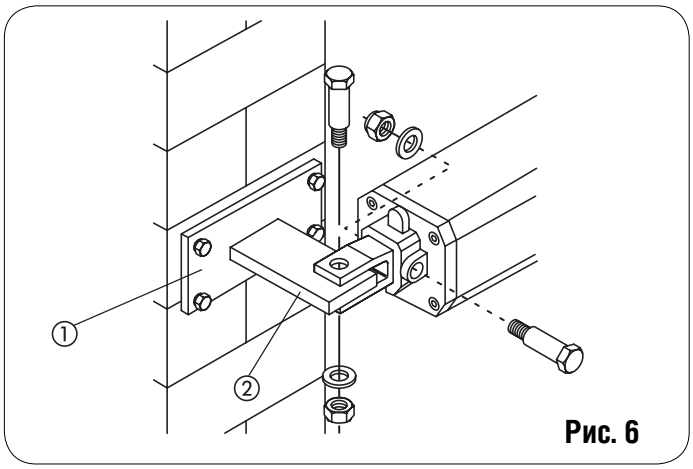

Рис. 6
Для железных столбов обеспечьте надежное крепление заднего кронштейна (сноска 2, Рис. 6) непосредственно на столб.
B) закрепите на столбе с помощью винтов и компенсационных заглушек заднюю пластину, (сноска a, Рис.6), а к ней приварите заднее крепление, как показано на Рис. 6
2) Закрепите привод на заднем креплении с помощью прилагаемых винтов (Рис. 6).